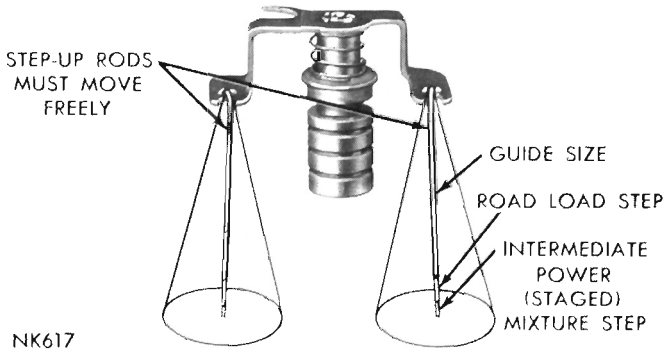

Fig. 7—Step-Up Rods Free Play
(7) Before installing step-up piston, be sure step-up rods are able to move freely, each side of the vertical position, (Fig. 7). The step-up rods must be straight, smooth and free to move forward and backward from vertical.